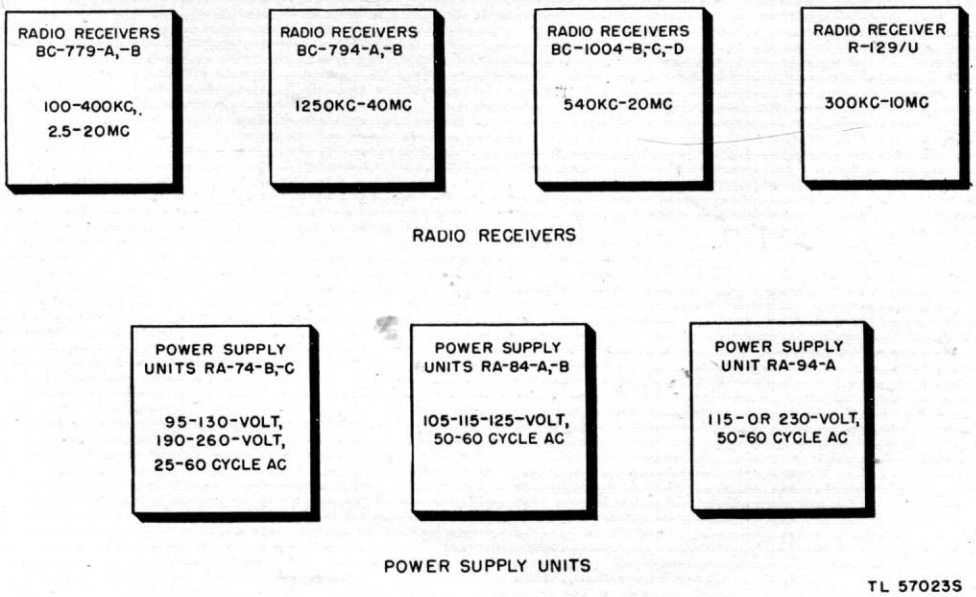

Figure 2. Radio receivers and power supply units, block diagram.
c. The receivers are functionally identical. The basic difference is that each model is designed for a different frequency coverage. Figure 2 shows eight receiver models and their frequency ranges. This figure also shows five power supply units and their input requirements. Each of the power supply units can be used with any receiver.